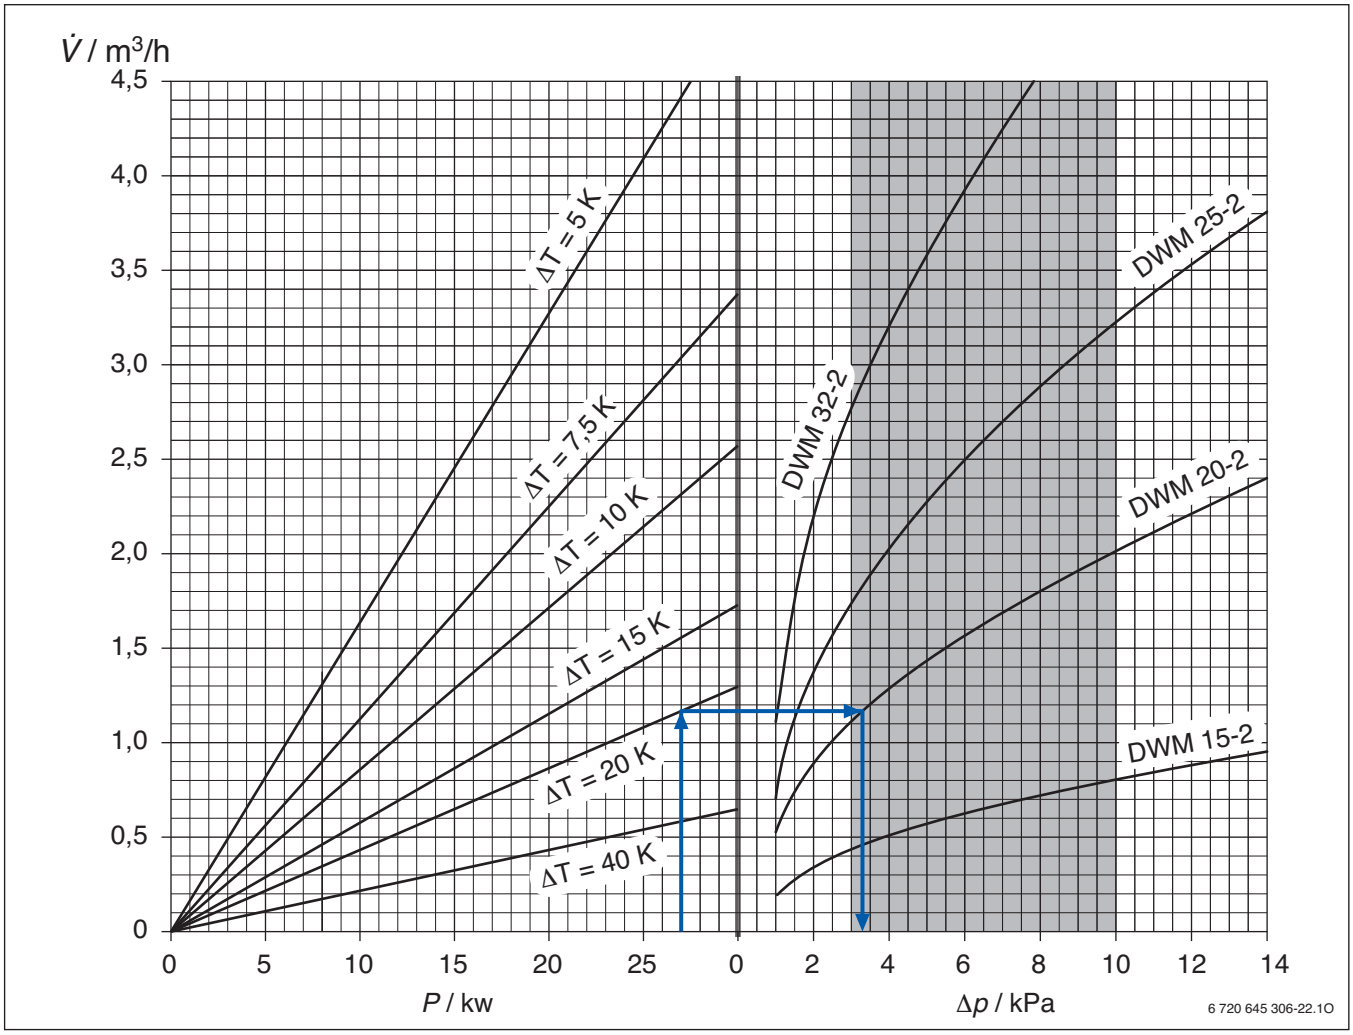

Fig. 39 Diagramme de détermination pour vanne mélangeuse 3 voies
Pour obtenir une bonne caractéristique de régulation, la perte de charge dans la vanne de mélange doit être égale à celle de la partie du réseau de tuyauterie à« volume variable », donc également ~ 3,0 ... 10,0 kPa. Cette relation est basée sur le diagramme de détermination (fig. 39).
- ▶ Dans la partie gauche de la figure 39, chercher le point d'intersection entre la ligne de puissance et la ligne de différence de température.
- ▶ Dans la partie gauche de la figure 39, chercher le point d'intersection entre la ligne de puissance et la ligne de différence de température. Cette intersection se situe à un débit de ~ 1,16 m^3/h.